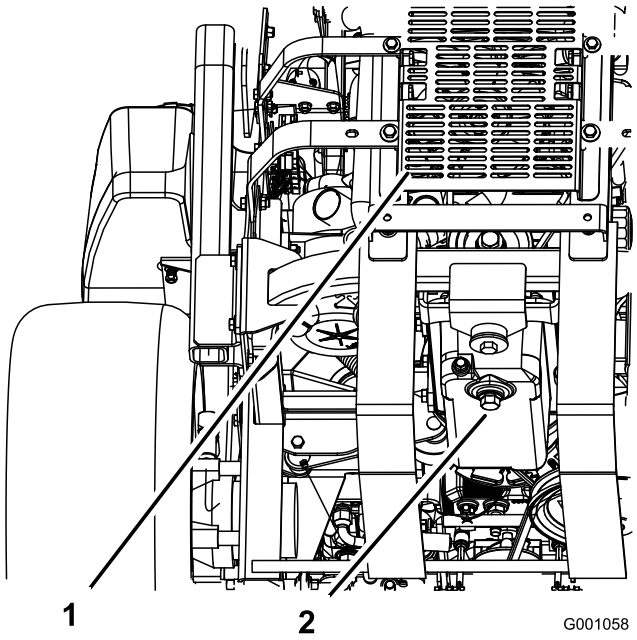

Figur 44
5. Sett et fat under der du tapper olje. Ta ut tappepluggene for å la oljen renne ned i et tappefat (Figur 44).